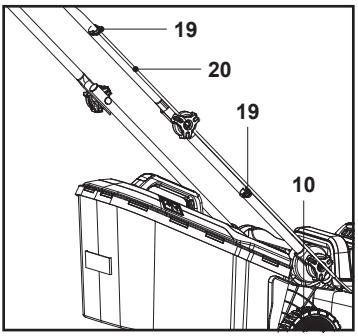

**Fig. 4**
6. Fixe o cabo de controlo (20) com os dois grampos do cabo (19) (Fig. 4).